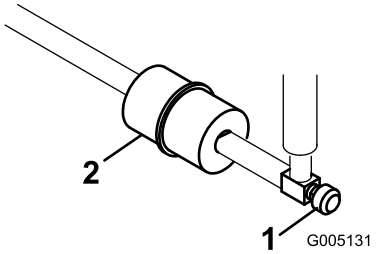

Figur 36
Det indbyggede brændstoffilter befinder sig i brændstofledningen mellem brændstoftanken og karburatoren (Figur 36).
1. Luk brændstofafbryderventilen (Figur 36).
2. Placer en dræningsbakke under filteret, løsn slangeklemmen på karburatorsiden af filteret, og fjern brændstofledningen fra filteret (Figur 36).
3. Løsn den anden slangeklemme, og fjern filteret (Figur 36).